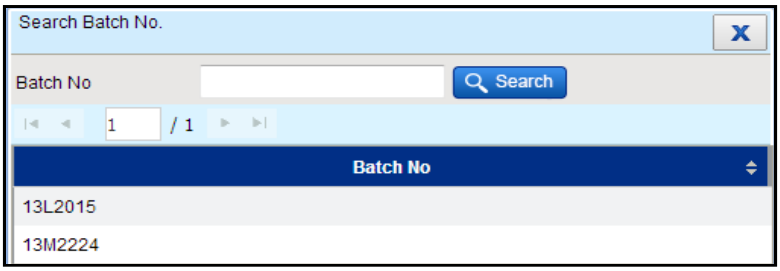

Figure 3.1.1-5 Search Batch No
- *System will display the 'Search Batch No.' window as shown in Figure 3.1.1-5.*